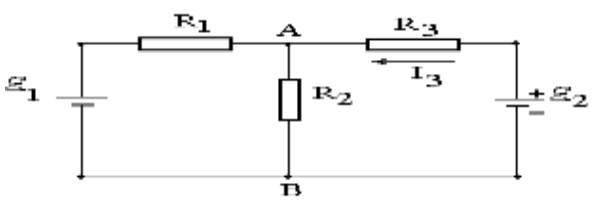

Рис.3
25. Определить силу тока I_3 в проводнике R_3 (рис. 3) и напряжение U_3 на концах этого проводника, если ε_1 = 8 В, ε_2 = 10 В, R_1 = 2 Ом, R_2 = 4 Ом, R_3 = 3 Ом. Внутренним сопротивление источников тока пренебречь.